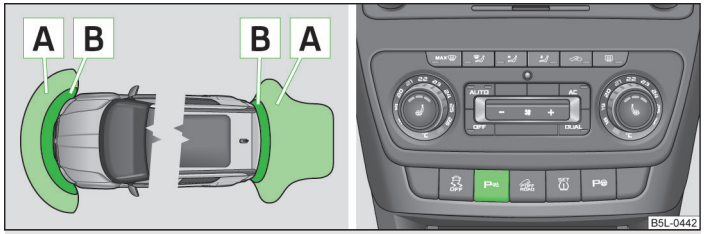

Fig. 118 **Parking aid: Range of the sensors/activating the parking aid**
- If a warning signal sounds for about 3 seconds after activating the system and there is no obstacle close to your car, this indicates a system fault. The fault is also indicated by the P symbol flashing in the » Fig. 118 on page 141 button. Have the fault rectified by a specialist garage.
The distance warning begins at a distance of about 160°cm from the obstacle at the rear of the vehicle and about 120 cm from the obstacle in front of the vehicle A » Fig. 118. The interval between the warning signals becomes shorter as the clearance is reduced.
A continuous tone sounds from a distance of approx. 30 cm B » Fig. 118 - danger area. **From this moment on do not continue driving!**
The system is activated by engaging **reverse gear** or by pressing the P» Fig. 118 symbol button. The P symbol lights up in the button. This is confirmed by a brief audible signal.